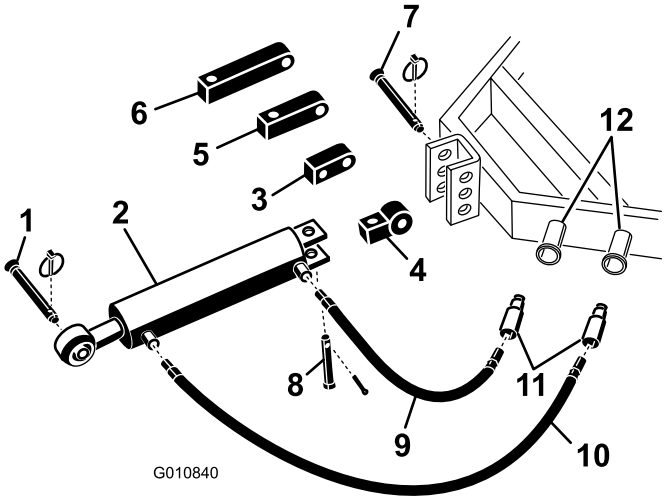

Figur 5
1. Fest enden av koblingsleddet til det hydrauliske toppleddet til traktoren, ved hjelp av tappene som følger med (Figur 5). Still inn det hydrauliske toppleddet, slik at stangenden peker mot luftemaskinen. Sylinderportene skal være rettet mot traktorens hydrauliske kraft.
Merk: Hvis den hydrauliske sylinderen må plasseres med portene vendt oppover, bruker du omdreiningsblokken istedenfor standard monteringsblokk for å stille inn sylinderen på nytt (Figur 5). En 90-graders hydraulikkoblingen kan brukes istedenfor omdreiningsblokken (festene medfølger ikke).
A. Fjern splinten og stiften som fester standard koblingsledd til sylinderen (Figur 5). Fjern tilkoblingsleddet fra sylinderen.
B. Fest omdreiningsblokken til sylinderen ved hjelp av tappene du allerede har fjernet (Figur 5).
2. Koble den 106 cm lange hydraulikkslangen til porten på det hydrauliske toppleddet som er nærmest luftemaskinen Figur 5. Påfør teflontape eller forseglingsmiddel for rørgjenger på slangegjengene for å hindre lekkasje.
3. Koble den 76 cm lange hydraulikkslangen til porten på det hydrauliske toppleddet som er nærmest traktoren (Figur 5). Påfør teflontape eller forseglingsmiddel for rørgjenger på slangegjengene for å hindre lekkasje.
Hvis hydraulikksylinderen ikke når frem til monteringsbraketten på luftemaskinen, erstatter du standard monteringsblokken med en forlengelsesblokk når du kobler sylinderen til traktoren (Figur 5).
A. Fjern splinten og tappen som fester standard tilkoblingsleddet til sylinderen (Figur 5). Fjern tilkoblingsleddet fra sylinderen.
B. Monter påkrevd forlengelsesblokk til sylinderen ved hjelp av tappene du allerede har fjernet (Figur 5).